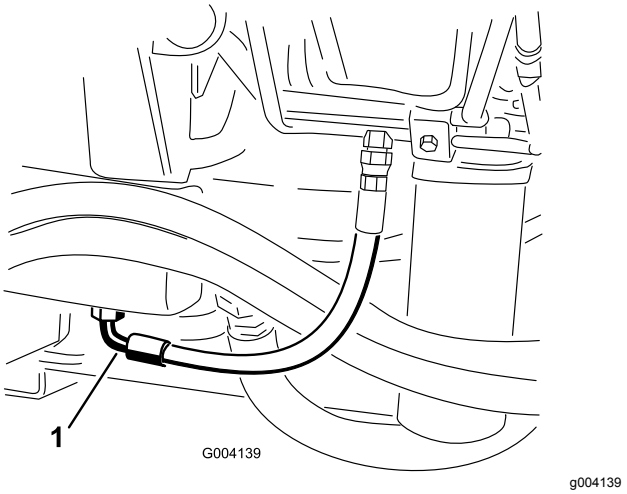

**Figur 69**
2. Ställ ett stort avtappningskärl under fästet som sitter på hydraultankens undersida (Figur 69).